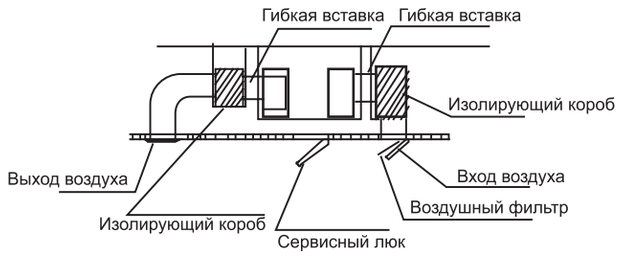

рис. 4-7
- Рекомендуется следующая схема соединений воздуховодов (рис. 4-7):